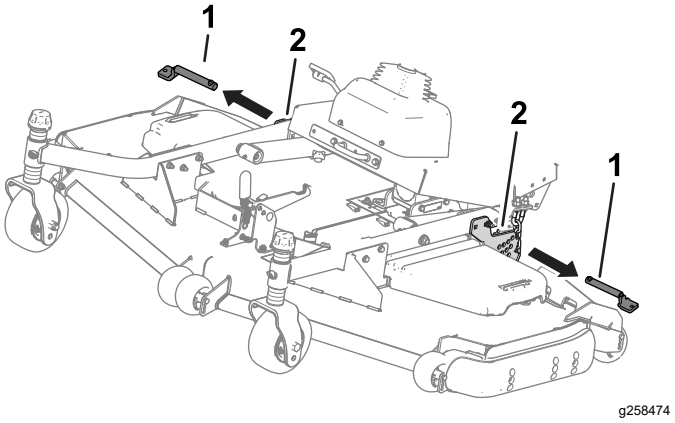

Figuur 38
4. Verwijder de pennen uit de maaihoogteplaten (Figuur 38).